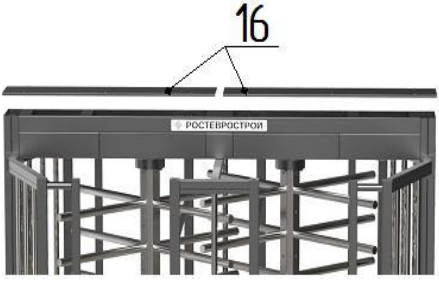

Рис. 9
5. Окончательная сборка (рис.9):